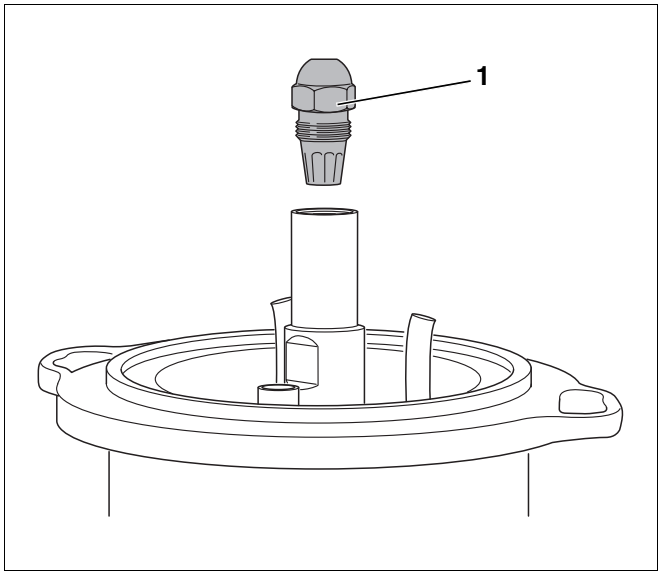

Rys. 34 Demontaż dyszy
- Odkręcić dyszę (rys. 34, **poz. 1**) dwoma kluczami SW 16 i SW 19.
- Zdemontować dyszę (rys. 34, strona 32).